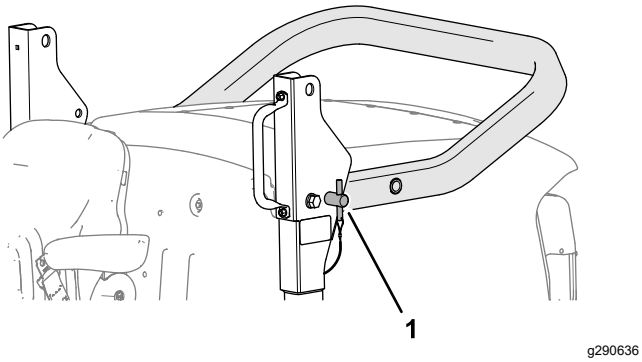

Figur 27
5. Sett inn veltebøyleboltene i de nedre hullene i svingbrakettene (Figur 27).